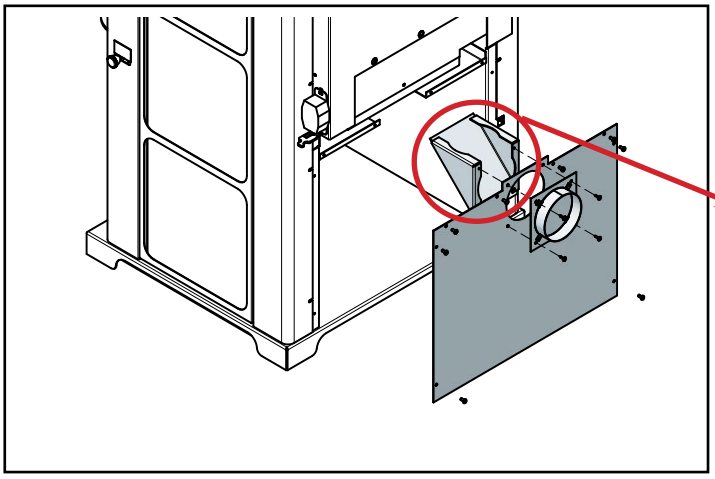

Figure 15.1
2. Dévissez les six vis qui retiennent la plaque arrière derrière l'unité. FIG. 15.1
3. Ouvrez le trou à défoncer de 4 pouces en le tordant à l'aide des 4 vis fournies. FIG. 15.1